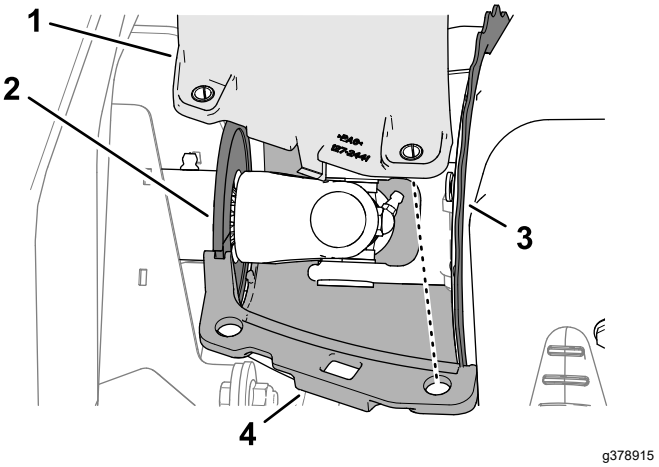

Figuur 70
1. Breng de groeven in het bovenste en onderste koelscherm van de generator in een lijn met de pakking van de aandrijfasborstel en de flens van de kap van de generator (Figuur 70).